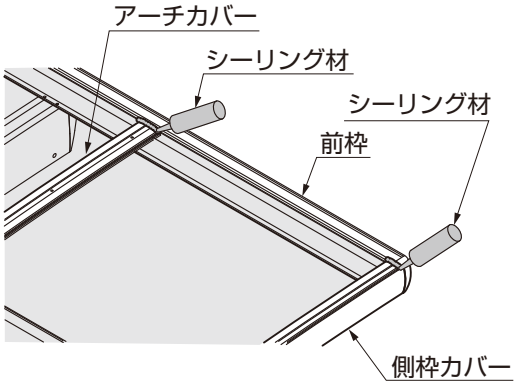

図5-6　シーリング箇所
②前枠とアーチカバーの間と前枠と側枠カバーの間にシーリング材を充てんしてください。（図5-6参照）